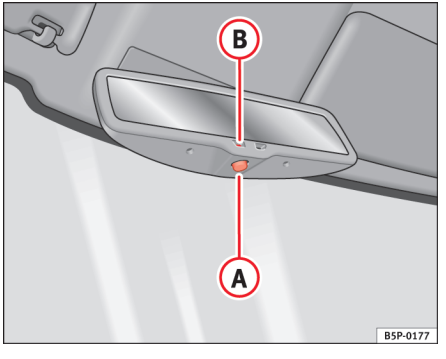

Fig. 62 Bakspejl med automatisk afblænding
– Tryk på knappen (A) ⇒ fig. 62. Kontrollampen (B) slukker. ▶
– Tryk på knappen (A) ⇒ side 98, fig. 62. Kontrollampen lyser.